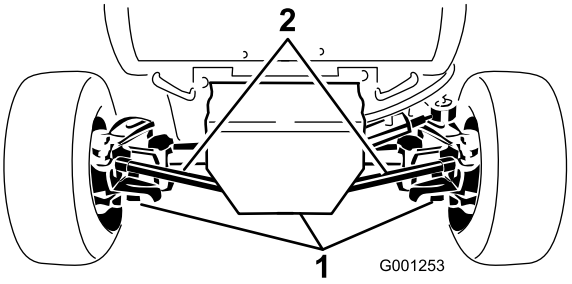

Figur 64
2. Rengör området runt de tre avtappningspluggarna (Figur 64).